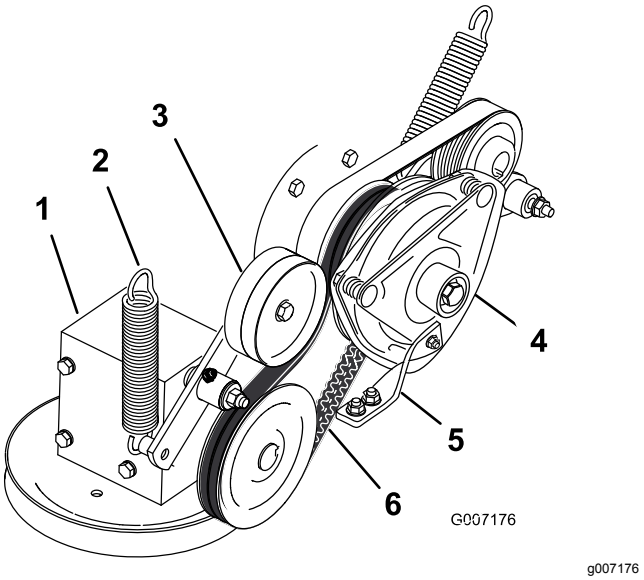

Figuur 93
4. Haal de veer van de arm van de spanpoelie (Figuur 93).
7. Leg de drijfriem van de aftakas om de koppelingspoelie en de poelie van de tandwielkast (Figuur 93).
9. Monteer de veer op de arm van de spanpoelie (Figuur 93).